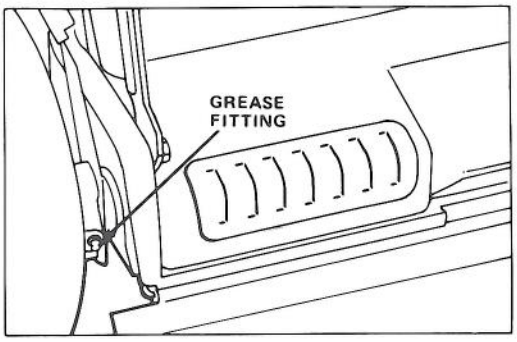

Figure 24
2. Move rear wheel height-of-cut levers to "2" setting. Wipe grease fittings with clean rag (Fig. 24). Install grease gun onto fitting and gently apply 2 or 3 pumps of #2 Multi-Purpose Lithium Base Grease.